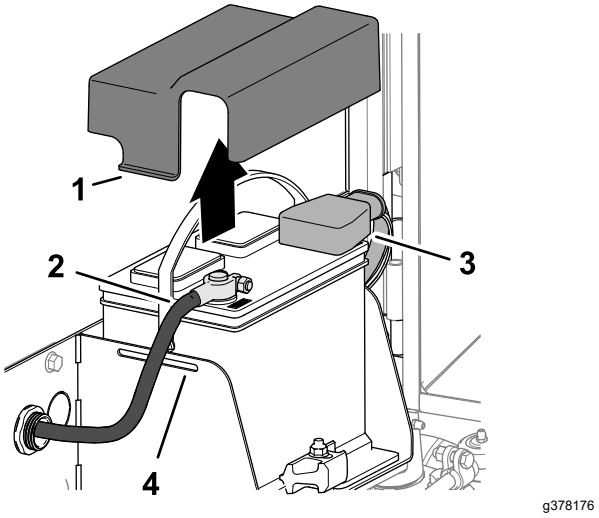

Figuur 127
3. Druk aan de zijkant van het accudeksel en verwijder het deksel van de accubak (Figuur 127).